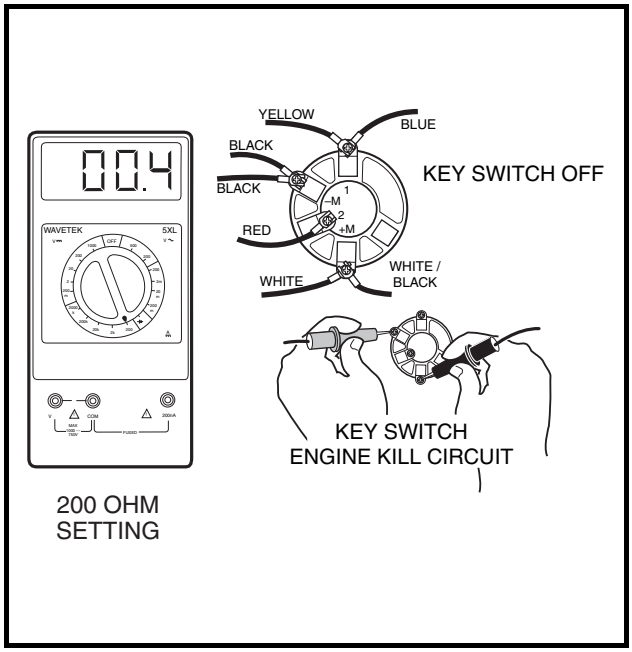
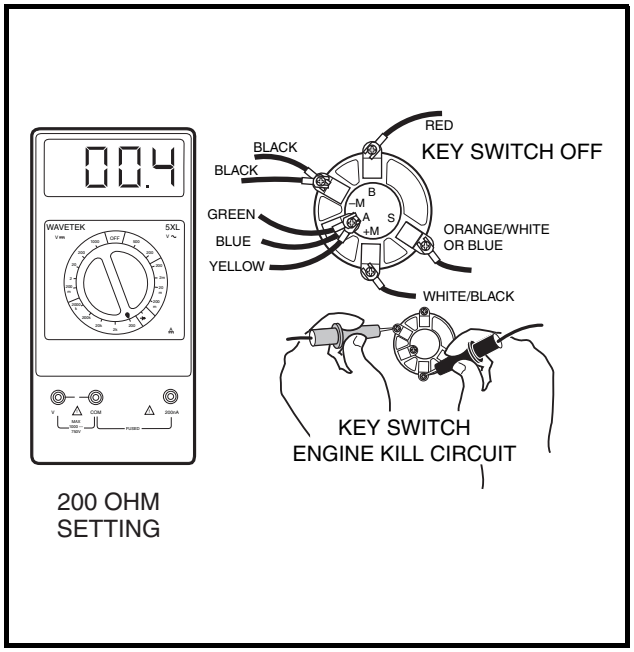

Figure 11-37 Key Switch Test – Engine Kill Circuit for Pedal-Start Vehicles
Figure 11-38 Key Switch Test – Engine Kill Circuit for Key-Start Vehicles
4. Place the red (+) probe on the (+M) terminal and the black (–) probe on the (–M) terminal. With the key switch OFF, the reading should be continuity. With the key switch ON, the reading should be no continuity. If either reading is incorrect, replace the key switch **(Figure 11-37, Page 11-35 or Figure 11-38, Page 11-35)**.